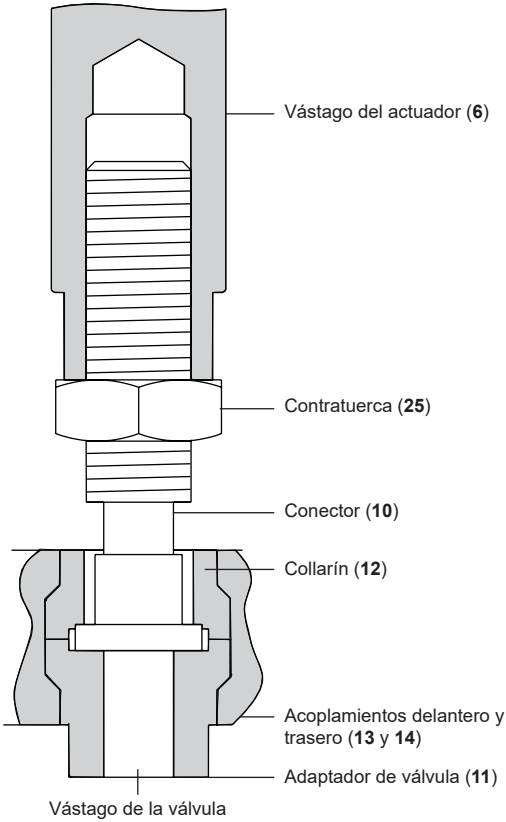

Fig. 6 Montaje del adaptador del actuador, el adaptador de la válvula y los conectores
- Con el obturador en su asiento, ajustar el conector de la válvula (**10**) hasta que presione firmemente contra el adaptador de la válvula (**11**). Apretar la contratuerca (**25**). Ver Fig. 6 para una correcta instalación.